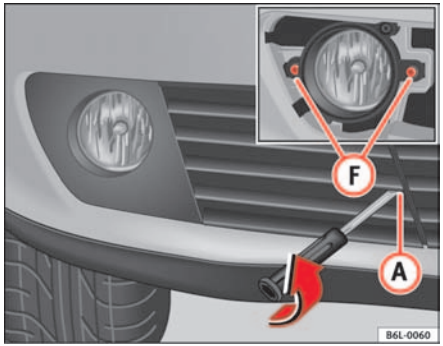

Fig. 148 Fog lights
– Remove the grille, taking out the screw (A) ⇒ fig. 148, carefully pull the grille on the side of the screw and release the cover
– Undo the two fastening screws (F) ⇒ fig. 148 and when released unplug the connector